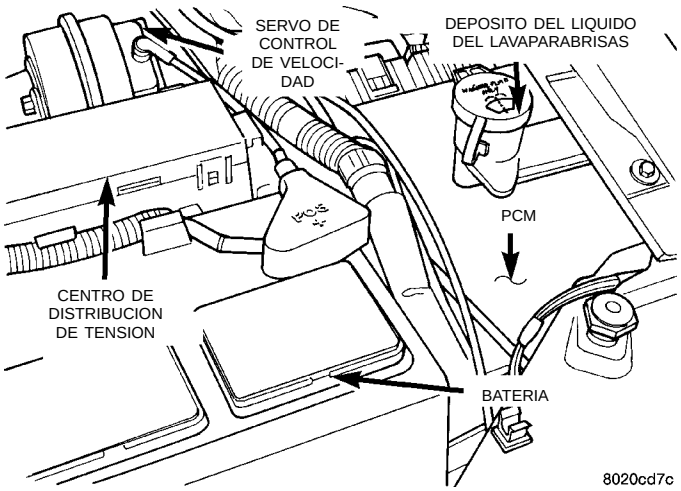

Fig. 54 Batería, PCM y PDC
(2) Verifique los dos conectores de 40 vías del PCM para detectar posibles cables estirados en terminales arrancados (Fig. 54).
(24) Verifique las conexiones del servo de control de velocidad, si está instalado (Fig. 54). Consulte el Grupo 8H, Control de velocidad del vehículo.